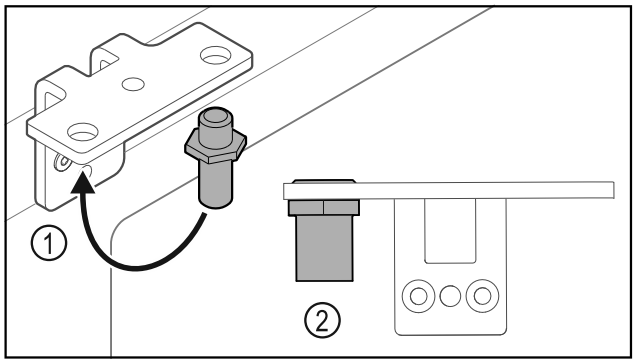

Fig. 30
▶ Переставьте палец *Fig. 30 (1)* в шарнирном уголке.
▶ Затяните палец *Fig. 30 (2)* с **моментом 12 Нм**.